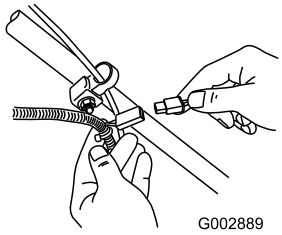

Figur 23
1. Anslut laddaren till gräsklipparens ledningsnät som finns nedanför tändningsnyckeln (Figur 23).